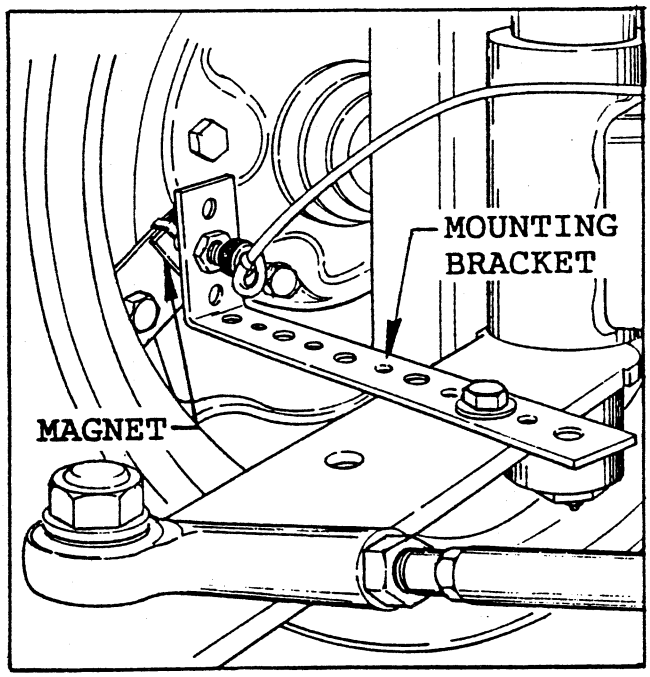

FIG. 5
■ Secure the mounting bracket to the yoke arm, using a 1/4" bolt,flat washer, lock washer and nut, as shown in FIG. 5.